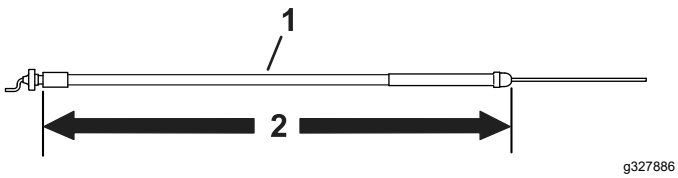

Figura 7
- Utilizzate il cavo dell'acceleratore lungo 158,3 cm per tutti i modelli, ma non per un trattorino modello 04056; fate riferimento a Figura 7.